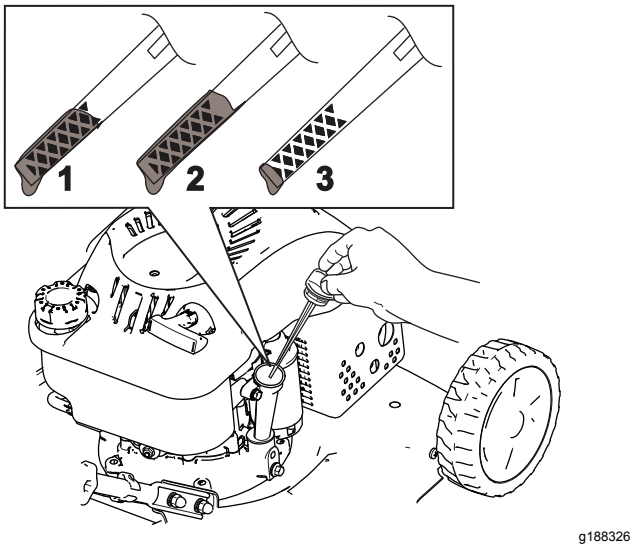

Figuur 7
2. Verwijder de peilstok door de dop linksom te draaien en eruit te trekken (Figuur 7).
7. Lees het oliepeil af van de peilstok (Figuur 7).